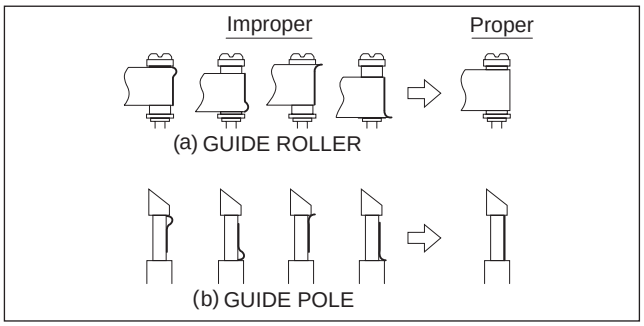

Fig.4-2b
- **To prevent damaging the alignment tape in the compatibility adjustment, prepare a cassette tape (for self-recording/playback), perform a test on it by transporting it and making sure that the tape is not bent by the tape transport mechanisms such as in the guide rollers.(See Fig.4-2b.)**
(6) Make sure that the V.PB FM waveform varies in parallel and linearly with the tracking operation again. When required, perform fine-adjustment of the guide roller of the pole base assembly (supply or take-up side).
(7) Unload the cassette tape once, play back the alignment tape (A1) again and confirm the V.PB FM waveform.
(8) After adjustment, confirm that the tape wrinkling does not occur at the roller upper or lower limits. (See Fig. 4-2b.) [Perform adjustment step (9) only for the models equipped with SP mode and EP (or LP) mode.]